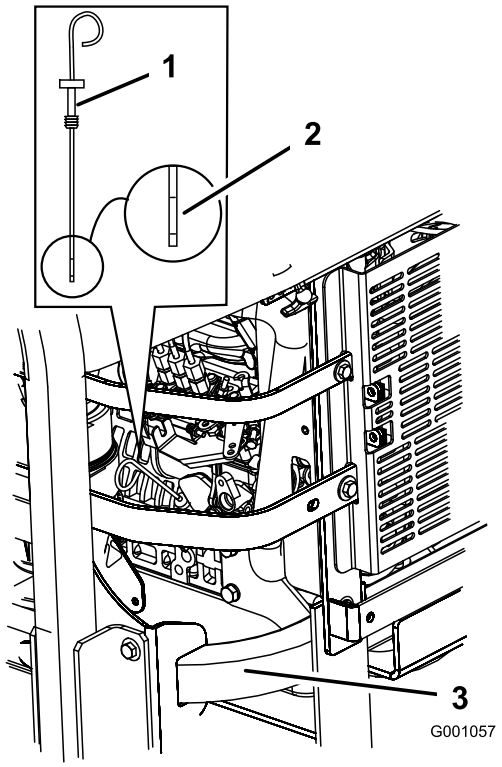

Figuur 42
3. Maak de omgeving van de peilstok schoon (Figuur 42), zodat er geen vuil in de vulopening kan komen, waardoor schade aan de motor kan ontstaan.
4. Trek de peilstok eruit en veeg het metalen deel schoon (Figuur 42).
5. Schuif de peilstok helemaal in de vulbuis. Trek de peilstok uit en controleer het oliepeil op het metalen deel (Figuur 42). Als het oliepeil te laag is, moet u langzaam net genoeg olie in de vulbuis gieten totdat het peil de Vol-markering bereikt.